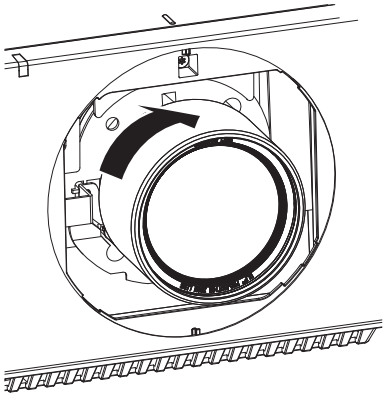

Fig. 2
2) Tournez l’objectif de projection dans le sens des aiguilles d’une montre jusqu’au déclic. (Fig. 2)